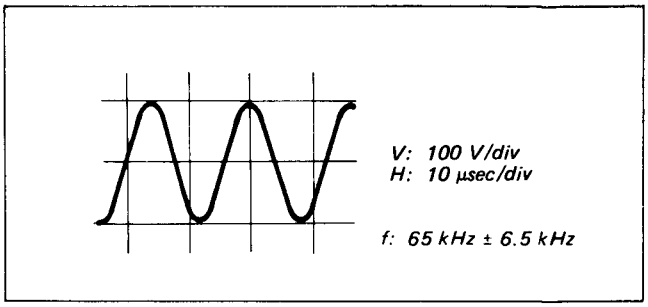

Fig. 5-43. Bias oscillator check
(1) Set the input signal level to zero and set up the RECORD mode.
(2) Connect a frequency counter to Pin ① of CN902. The reading should be 65 kHz ±6.5 kHz. (See Fig. 5-43.)